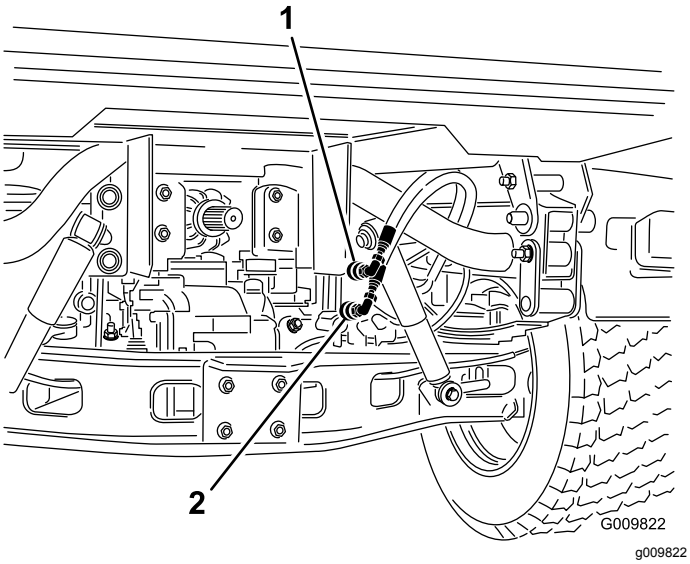

図 83
2. それぞれの車両で、クイックカップラホース2 本を、カップラブラケットのホースから外す図 83。